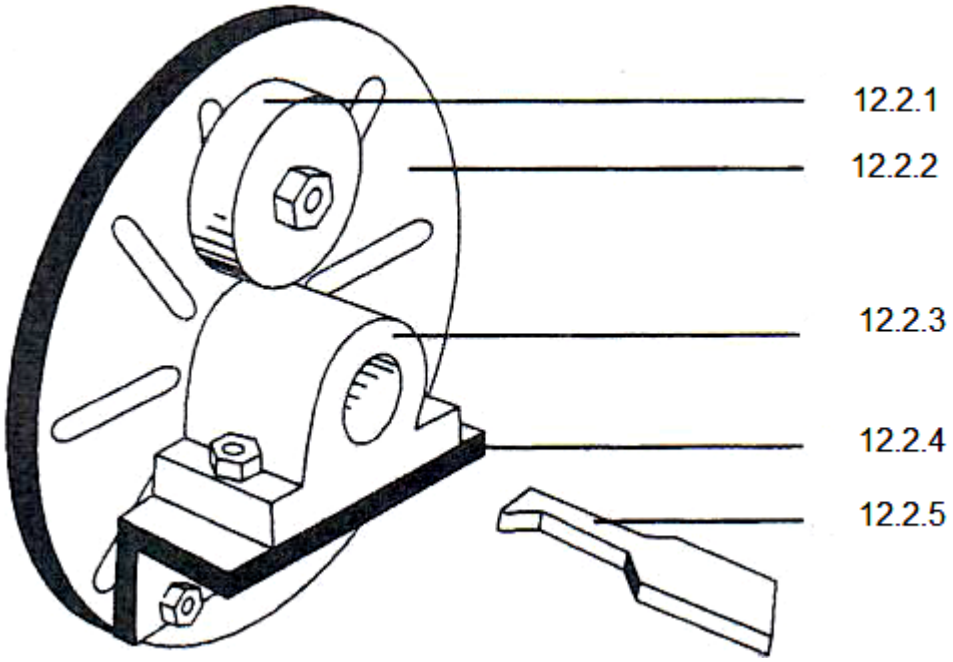

**FIGURE 5**
12.2 FIGURE 5 shows a bearing setup on a face plate for boring.